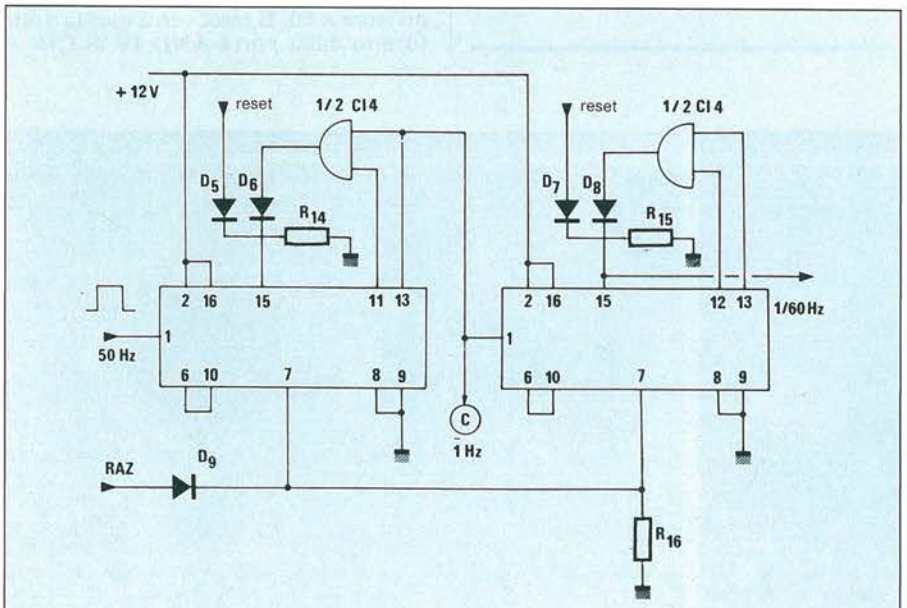

*Figura 3. Schema elettrico della divisione di frequenza.*
**2. Divisione di frequenza** (Figura 3)